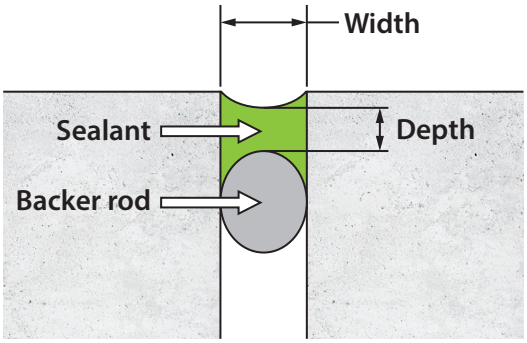

Figure 2. Cross section of butt joint with properly tooled sealant installed over backer rod with recommended width-to-depth ratio of 2:1.
3. Backer rod prevents bonding of the sealant on the back side. Back side adhesion in a butt joint (Fig. 2) or corner adhesion in a fillet joint does not allow the sealant bead to stretch freely and can lead to failure.